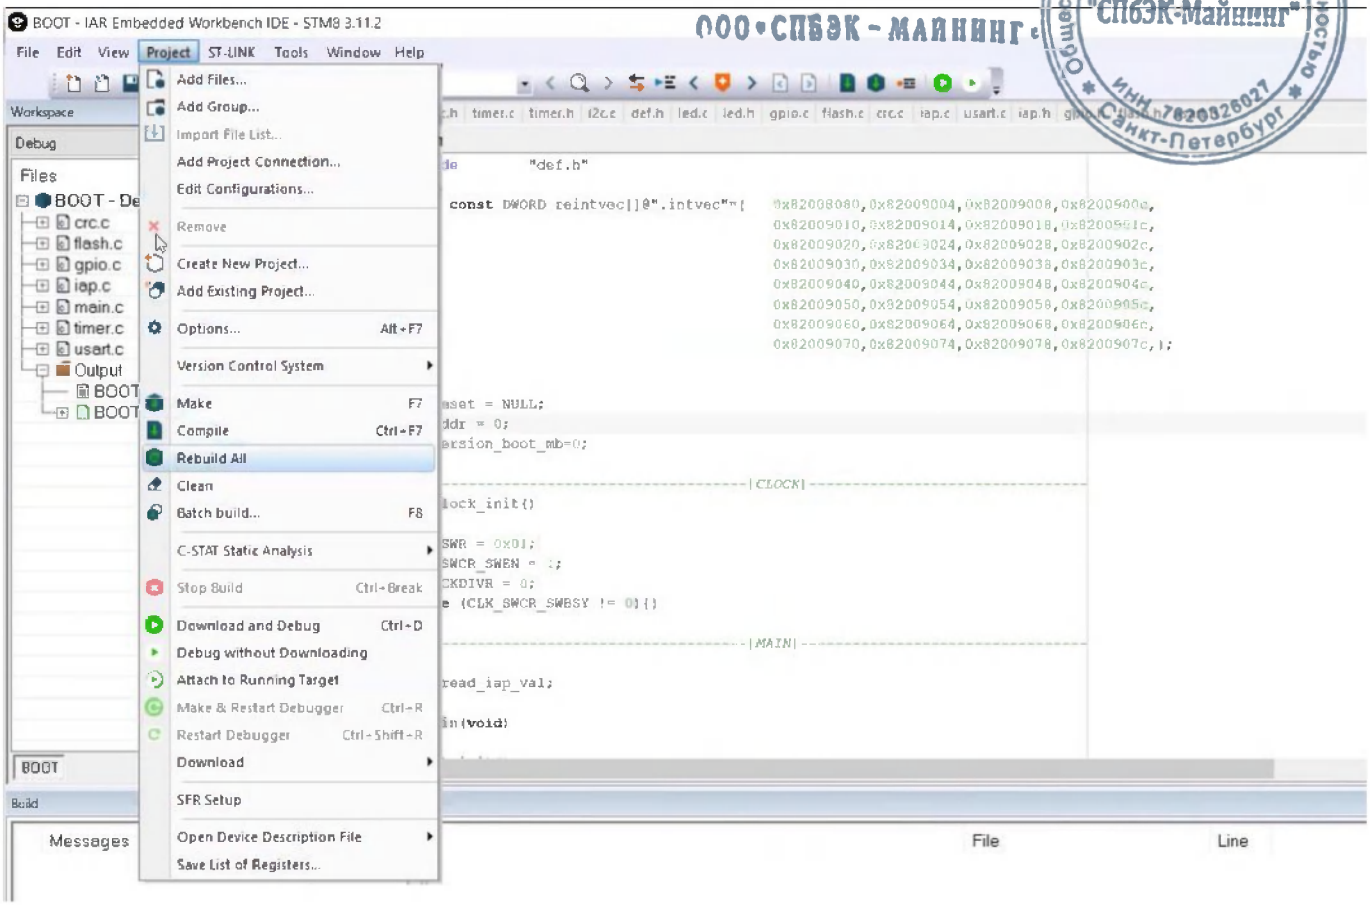

Рисунок 25
4.5.3 Запустить компиляцию через меню Project\Rebuild all (Рисунок 25).